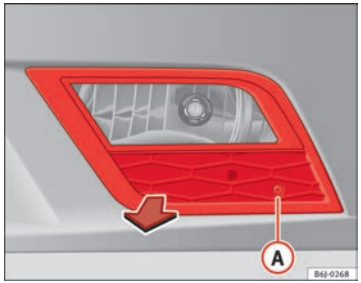

Fig. 153 Front fog light
– Remove the screw ⇒ Fig. 153 (A) from the fog light grill with a screwdriver.